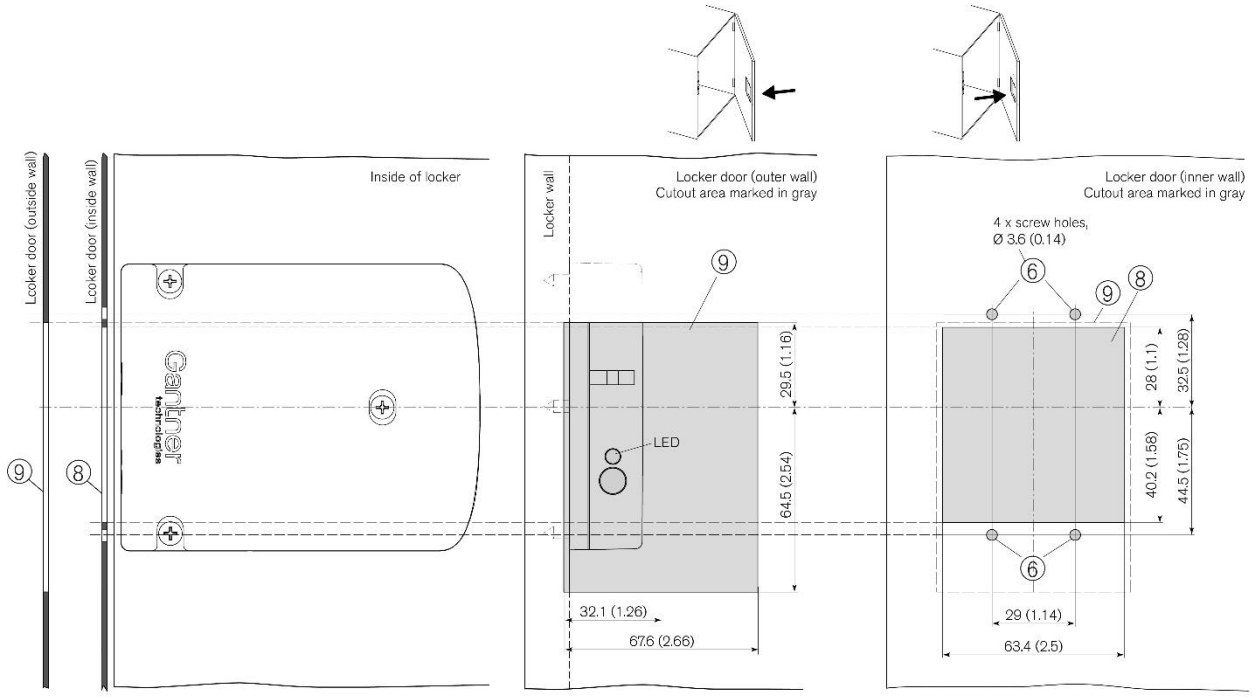

Figure 3.12 *- Cutouts for metallic locker doors (dimensions in mm – inches shown in brackets)*
- ► Cut out a section, 63.4 mm x 68.2 mm (2.5´´ x 2.69´´), in the inner wall of the locker door for the GAT NET.Lock Bolt Set 7200 (8 in Figure 3.12).
- ► Drill 4 holes (6 in Figure 3.12) in the inner wall of the locker door for mounting the GAT NET.Lock Bolt Set 7200.
- ► Cut out a section, 67.6 mm x 94 mm (2.66´´ x 3.7´´), in the outer wall of the locker door for the label carrier (9 in Figure 3.12).